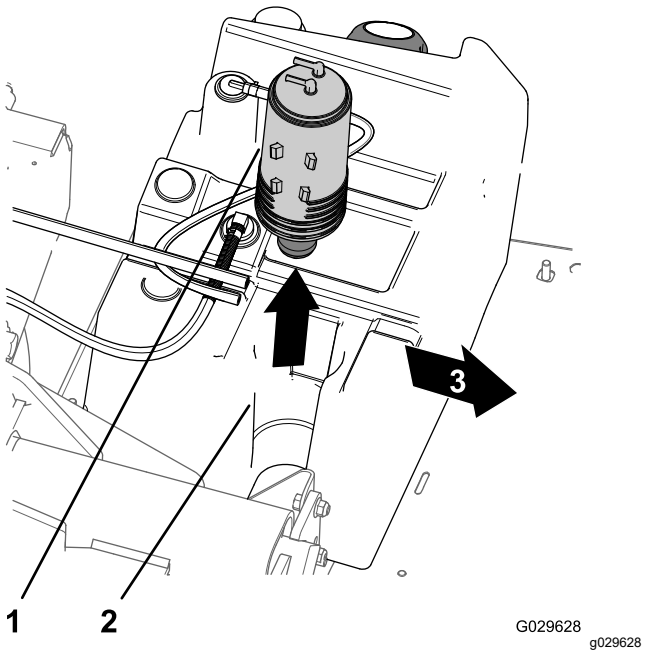

Figuur 47
3. Til de koolstofhouder van de koolstofhouderbevestiging in de brandstoftank (Figuur 47).
7. Plaats de nieuwe koolstofhouder in de koolstofhouderbevestiging van de brandstoftank met de afvoerfitting en de fitting voor de brandstoftank naar achteren uitgelijnd (Figuur 47).